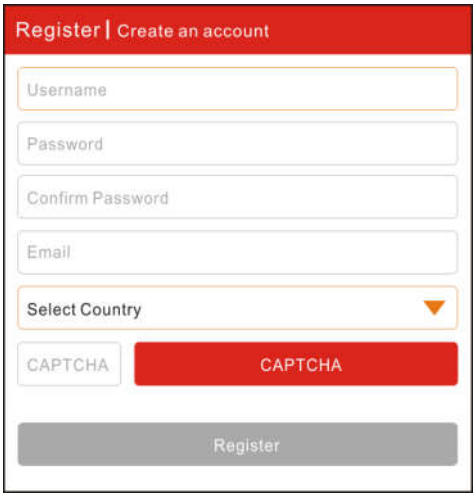

Fig. 4-3
1. If you are a new user, tap “New Registration”. See Fig. 4-3.
A. Create App account: In Fig. 4-3, fill in the information in each field and then tap “Register”, a screen similar to the following will appear: